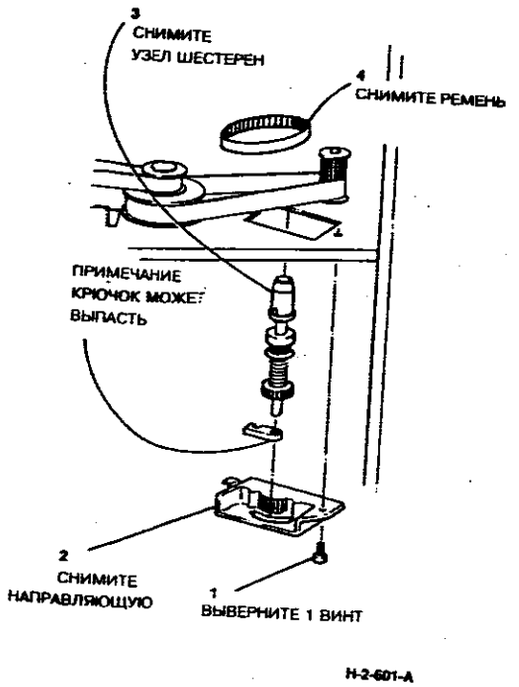

**Рисунок 2. Снятие переднего приводного ремня механизма подравнивания**
1. (Рисунок 2) Снимите передний приводной ремень механизма подравнивания.